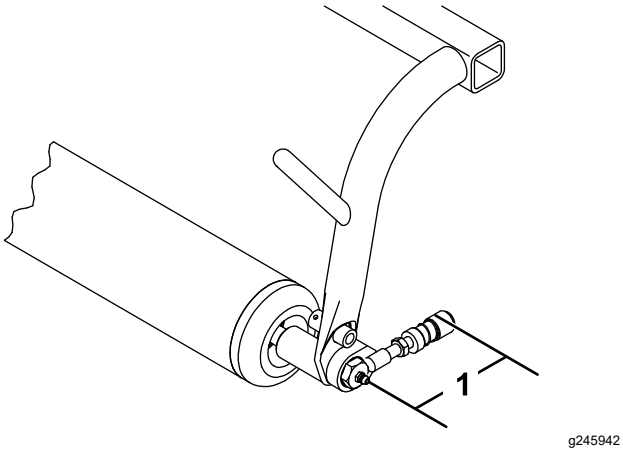

图 5
9. 调整球窝接头接收器使润滑脂螺丝与球窝接头接收器开口之间的距离为 9.1cm然后拧紧锁紧螺母以将其固定到位图 5。